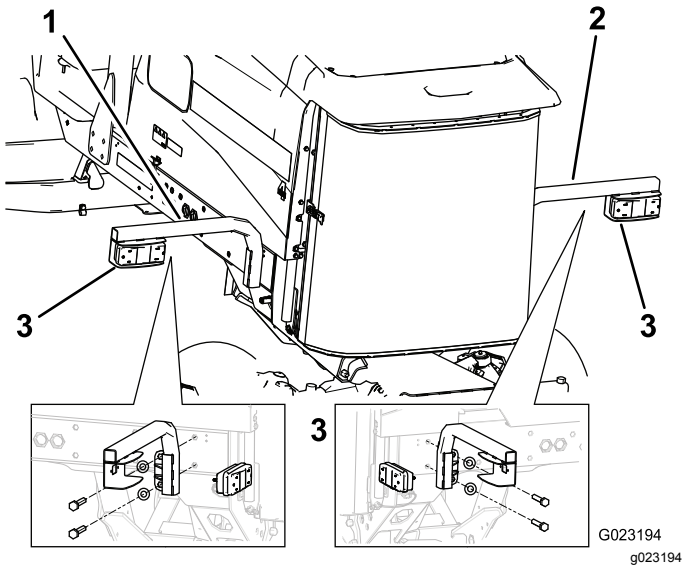

Figur 19
2. Fastgør venstre lygtebeslag til beslaget og stellet med to bolte (5/8 x 3 tommer), to flade spændeskiver og to kontramøtrikker som vist i (Figur 19).
3. Monter baglygten på lygtebeslaget med boltene og møtrikkerne, der blev leveret sammen med lygten (Figur 19).
5. Fastgør højre lygtebeslag til stellet med to bolte (5/8 x 3 tommer) og to flade spændeskiver (Figur 19).